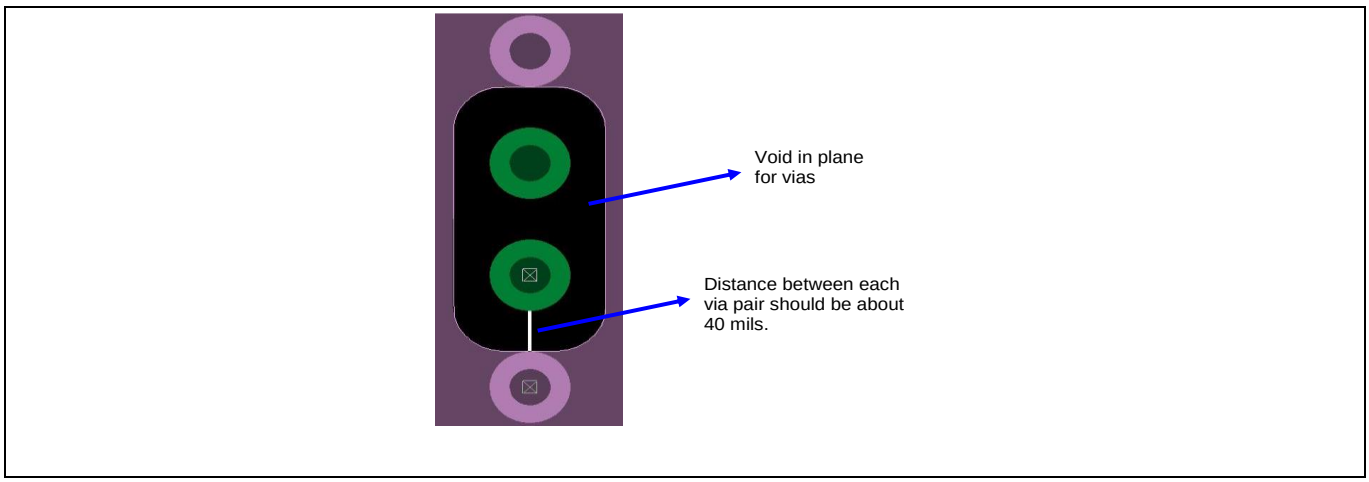

Figure 24 Void vias placement for high-speed differential traces
- Ensure that voids for vias on the high-speed signal lines are common for the differential pair. A common void, as shown in Figure 24, maintains better impedance matching in comparison to separate vias